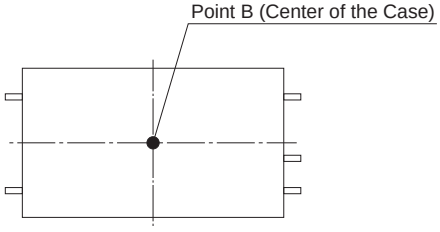

Fig.8.4 Temperature Measuring Point in the case of Forced Air Cooling (Upper Surface of the Case)
② SUC1R5
■In the case of forced air cooling, please have sufficient ventilation to keep the temperature of point B in Fig.8.4 at 95℃ or below. Please also make sure that the ambient temperature does not exceed 85℃.